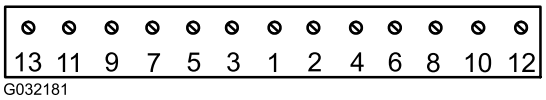

Figur 63
6. Følg rekkefølgen i Figur 63 og stram skruene til 25,4 Nm.